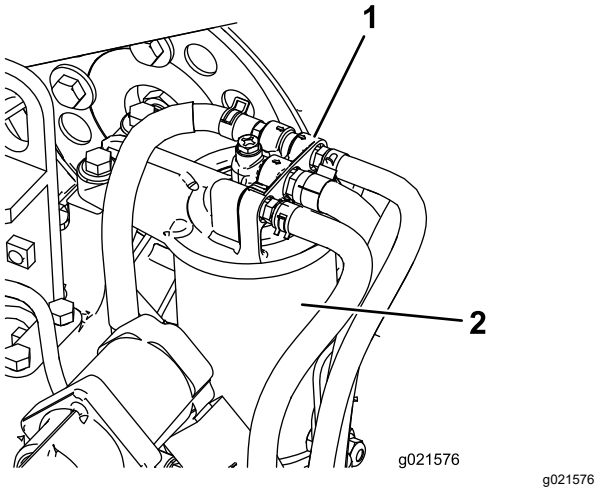

Figuur 59
1. Maak de omgeving van de kop van het brandstoffilter schoon (Figuur 59).
2. Verwijder het filter en reinig het filterkopplaatsingsoppervlak (Figuur 59).